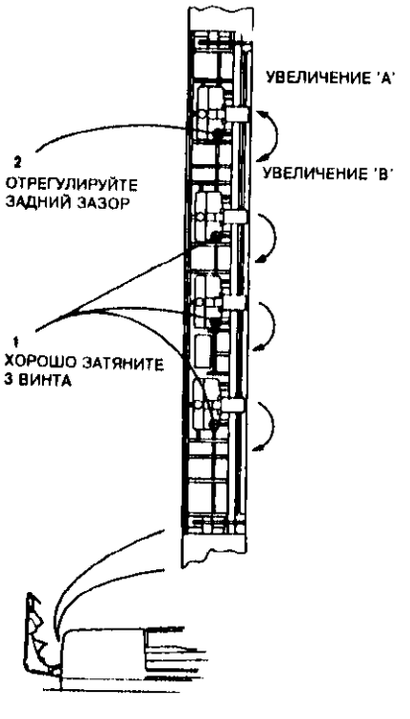

Рисунок 2. Регулировка прижимных роликов дуплексного тракта
2. (Рисунок 2) Отрегулируйте дуплексные прижимные ролики.